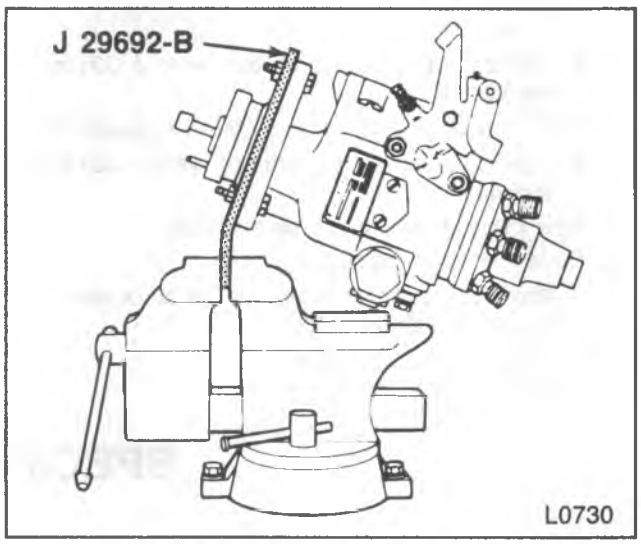

Figure 35—Pump Holding Bracket
Remove or Disconnect (Figures 35 through 37)
- Mount the pump in J 29692-B and tilt it (figure 35).
Install or Connect (Figures 35 through 37)